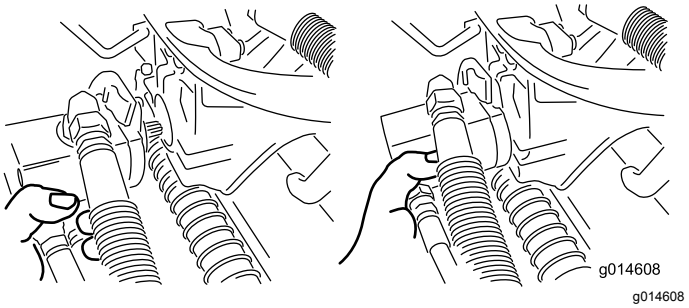

Figur 48
3. Flytt motoren til lagringsplassen foran på hjulopphengsarmen (Figur 48).